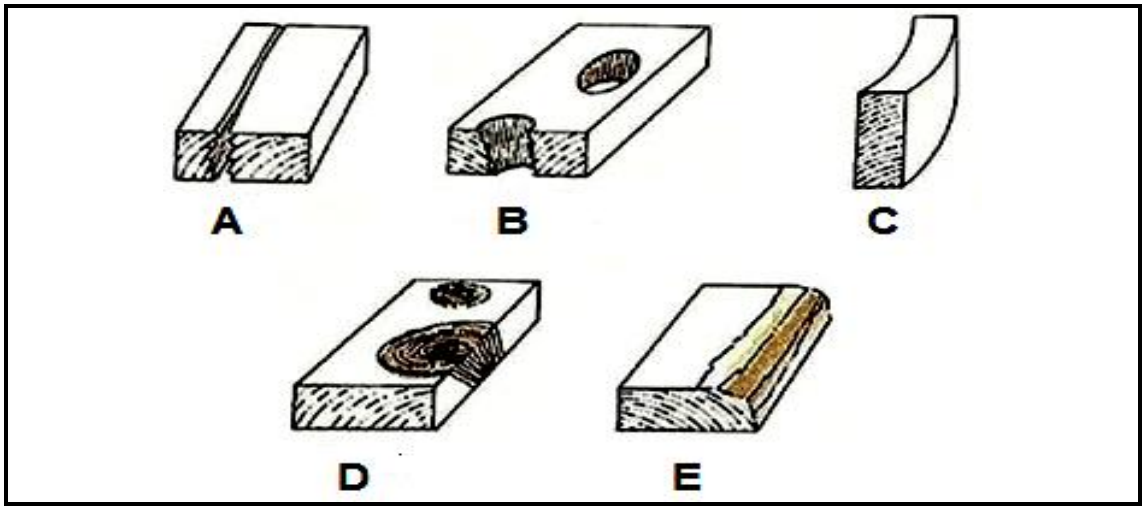

FIGUUR 4
3.4 FIGUUR 4 toon defekte wat in steierplanke aangetref word. Noem elke defek deur die antwoord langs die letter (A–E) in die ANTWOORDBOEK neer te skryf.